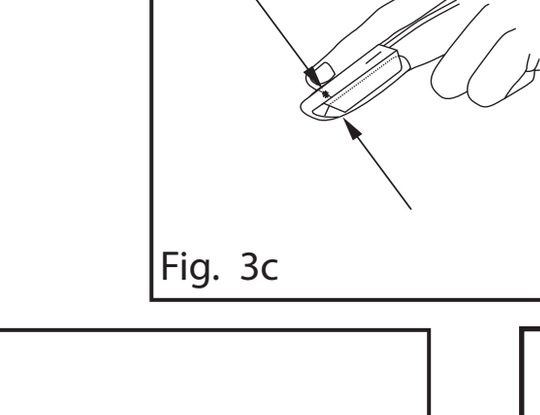

Fig. 4
- Introduzca por completo el conector del sensor en el conector del cable del paciente (fig. 4).